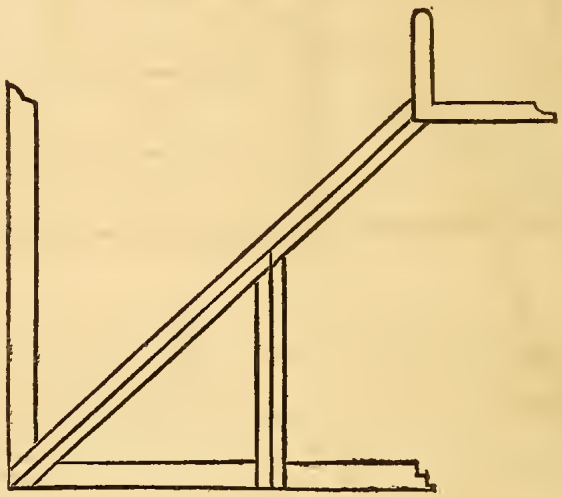

Fig. 3.
5. The lengths of hips, jacks, and valley-rafters should be taken on the centre line, and the thickness or half thickness allowed for. (See Fig. 3.)